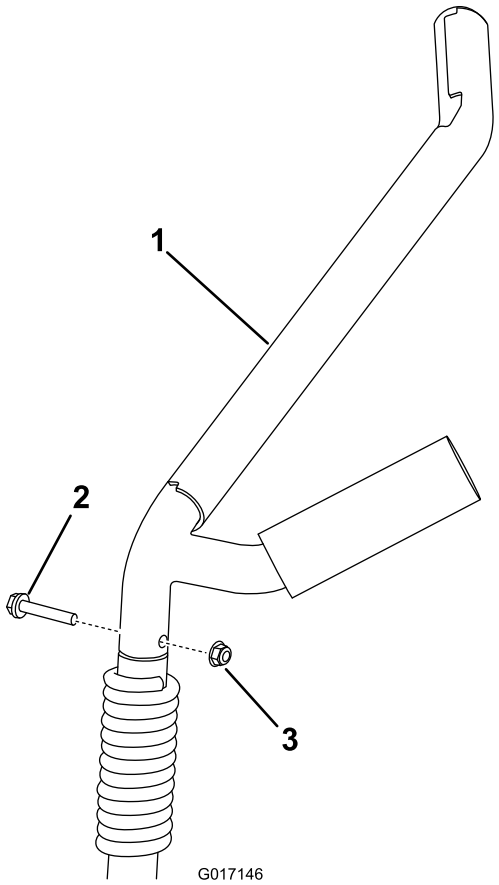

Figuur 7
1. Verwijder de 2 bestaande draagarmen van de spuitboom door de bout en moer te verwijderen (Figuur 7).